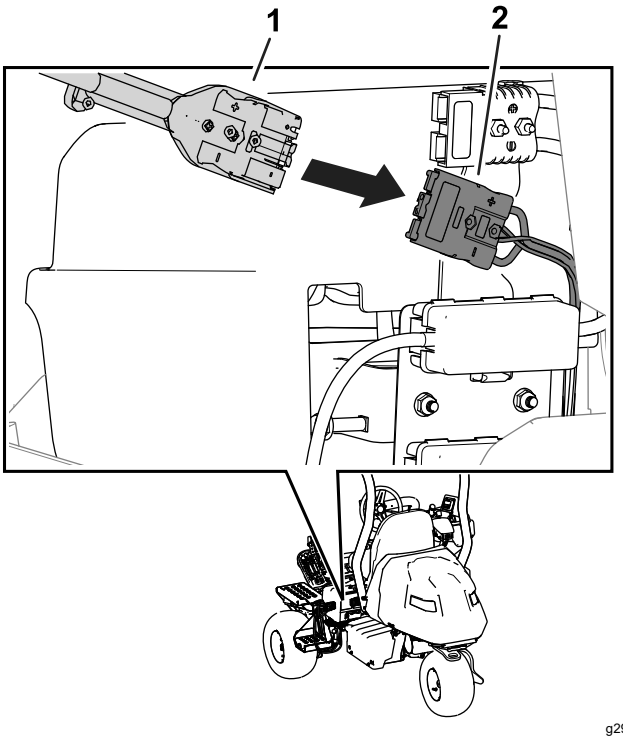

**Figur 33**
7. Sæt opladerudgangsstikket i opladerstikket på maskinen (Figur 33).